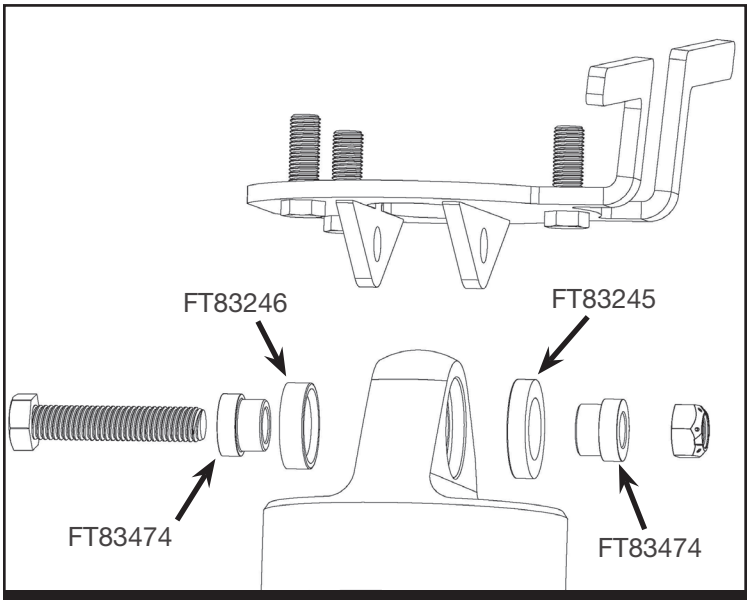

FIGURE 10 - STEP 14
14. Locate the Driver side Coilover, FT30726 (Driver upper coilover mount), FT83245 (large bushing, FT83246 (small bushing), two of the FT83474 (1/2” ID misalignment) 1/2” X 2-1/2” bolt and hardware. Using **FIGURE 10** install the upper mount on the coilover with the misalignments and bushings. **NOTE: The resi hose will orientate towards the rear of the vehicle and the 1/2” bolt will needs to be installed from the back side.** Torque to 127 ft-lbs. Once complete set aside.